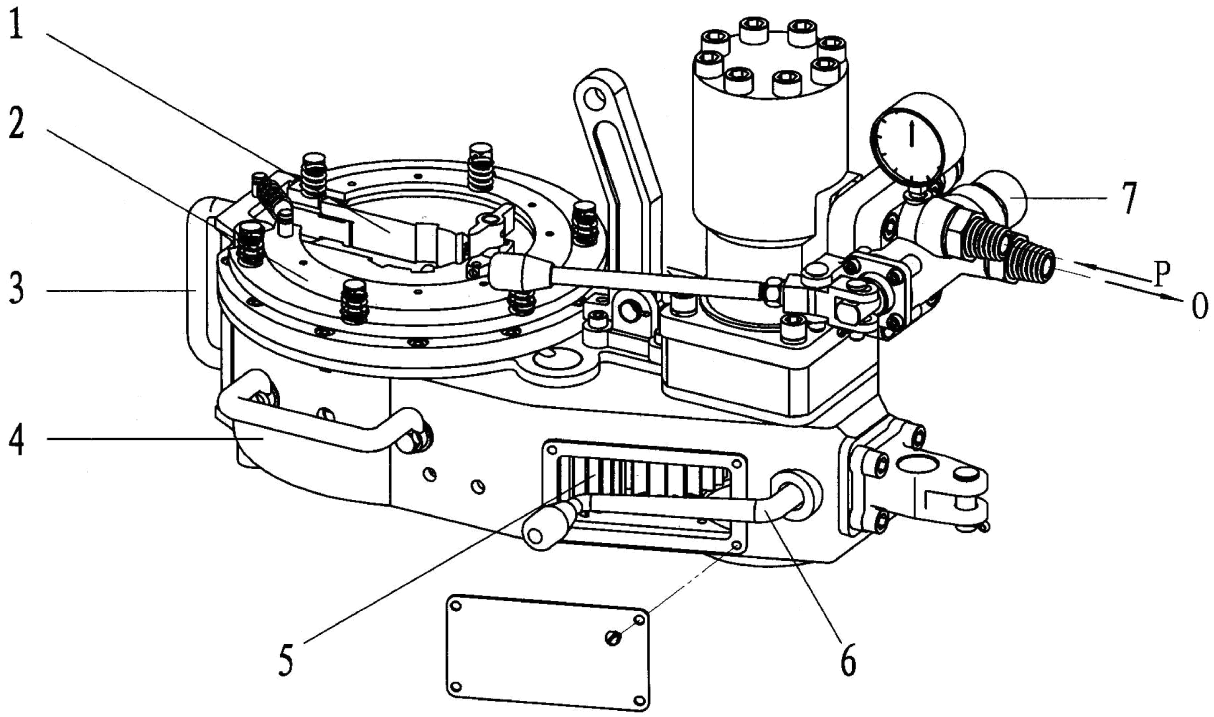

Fig.2
9.2 Master tong and parts list（Fig 2,Table2）